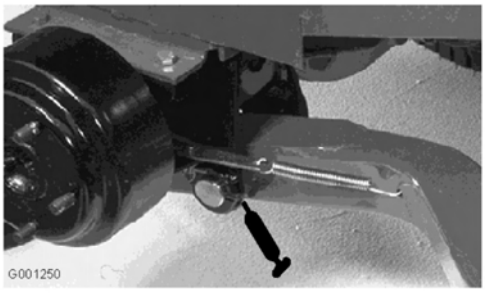

Figure 37
- Bagues de pivots de bras de levage (Figure 37)